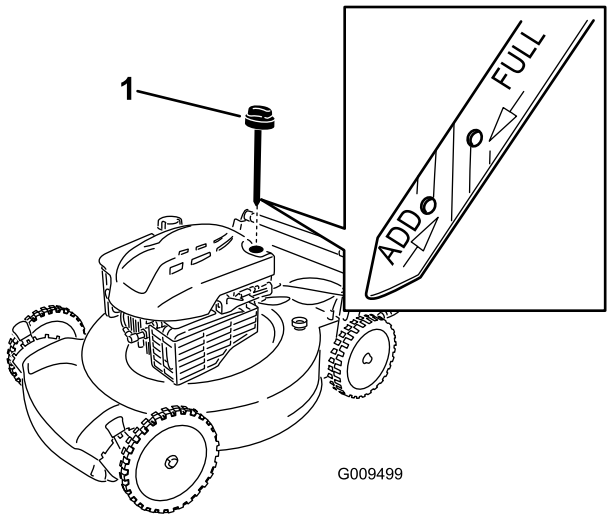

Figur 22
6. Ta ur oljestickan ur oljepåfyllningsröret (Figur 22).